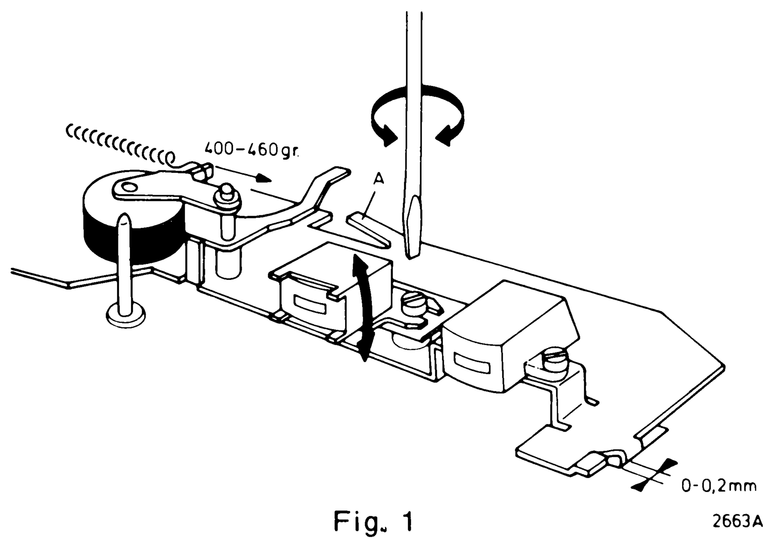

Fig. 1
Einstellung des Aufnahme/Wiedergabekopfes (Abb. 1)
- Mit der Schraube 6 (Abb. 1) auf maximale Ausgangsspannung abgleichen.
Einstellung der Andruckrolle (Abb. 1)
Einstellung des Kopfbügels (Abb. 1)